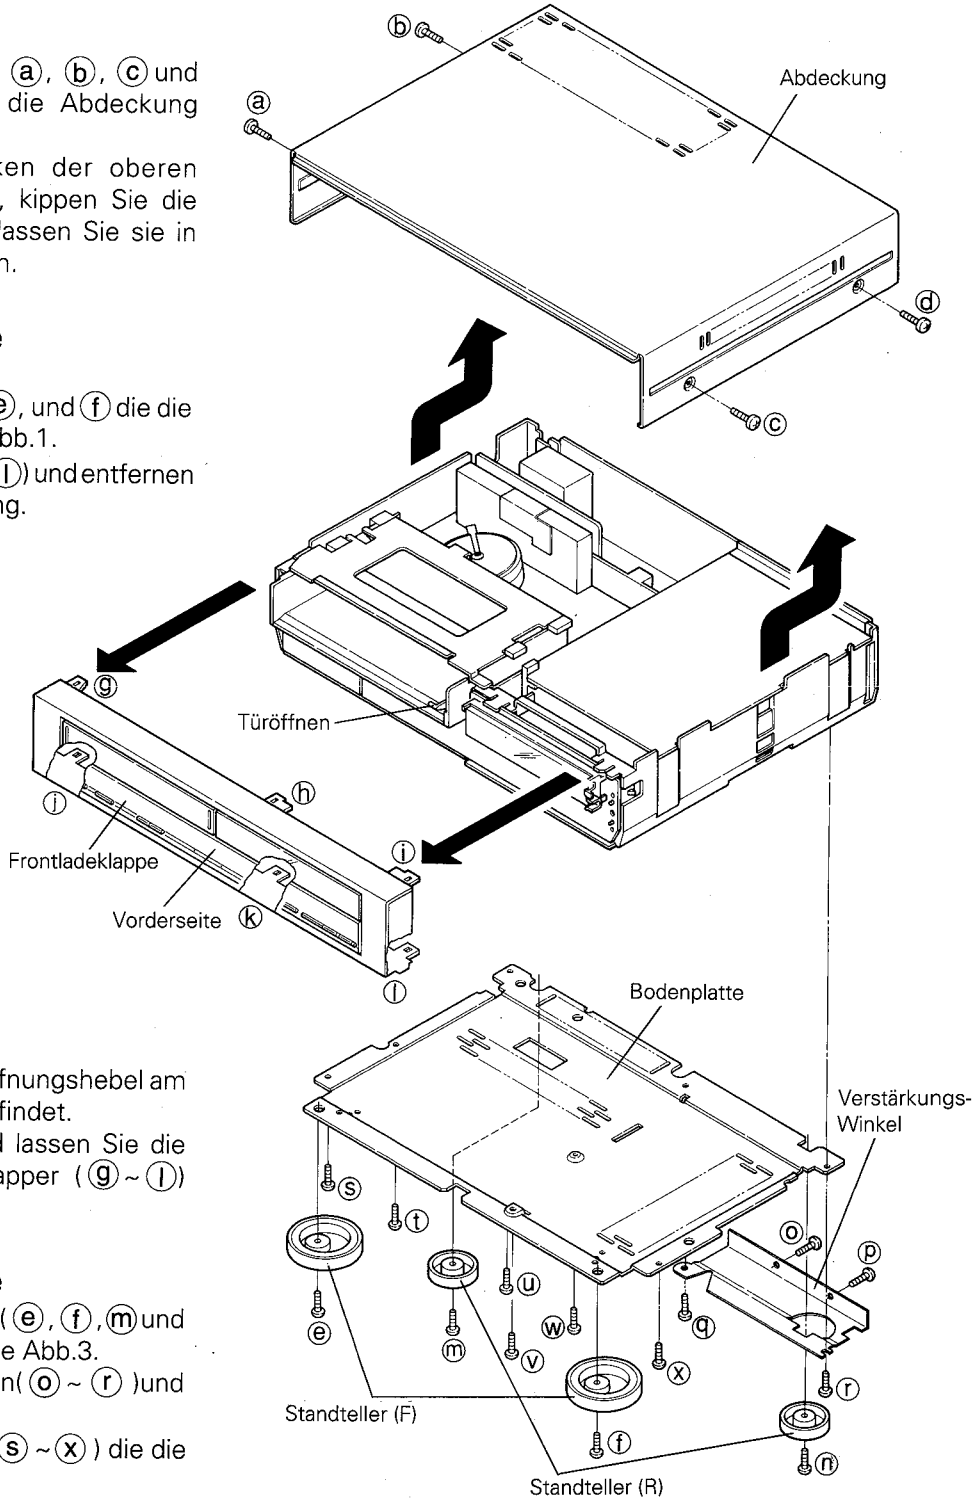

Abb. 1
A. Entfernen Sie die 4 Schrauben ⓐ, ⓑ, ⓒ und ⓓ(Siehe Abb.1), mit denen die Abdeckung befestigt ist.
B. Entfernen Sie die 2 Schrauben ⓔ, und ⓕ die die Standteller befestigen, wie in Abb.1.
B. Entfernen Sie die zwie Schrauben ⓞ und ⓟ von der Verstärkungsplatte an der Rückseite. Siehe Abb.1.